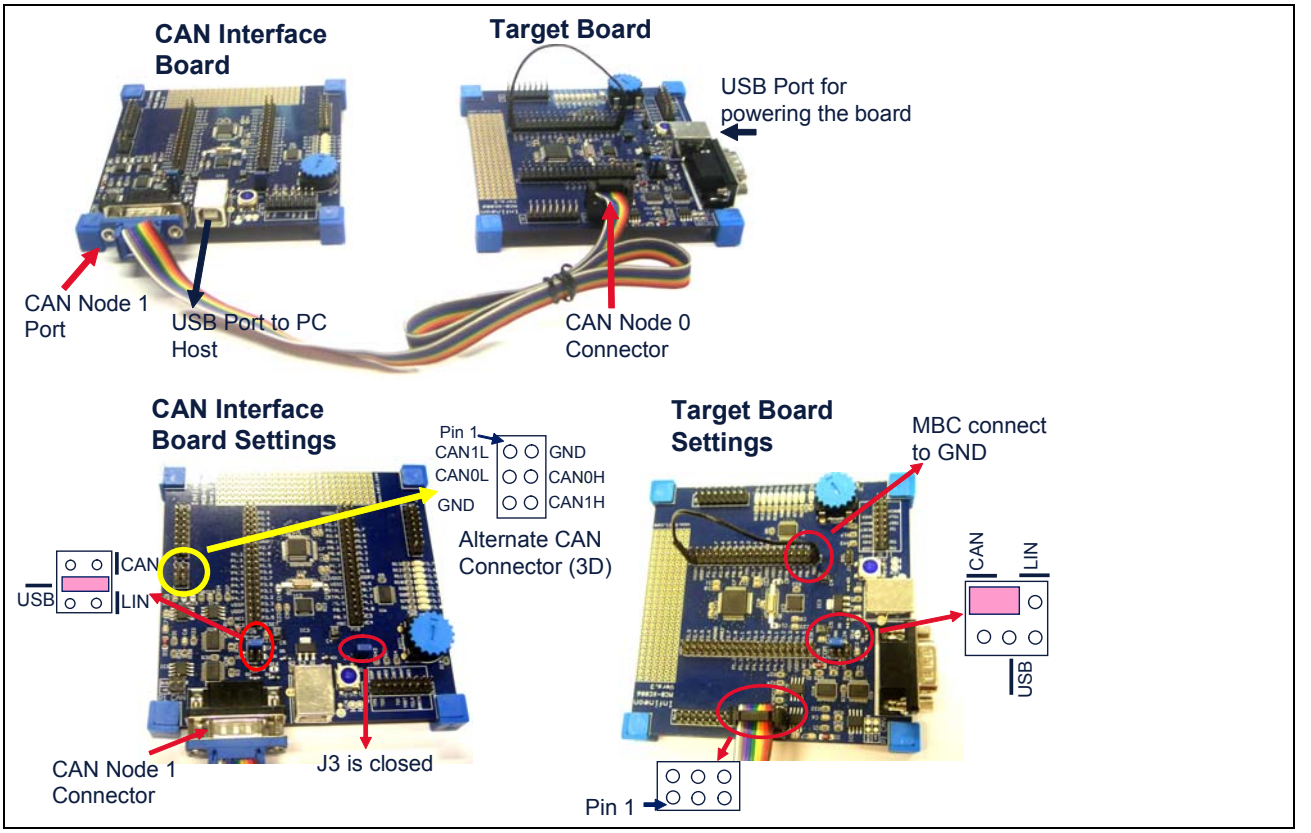

Figure 1 Hardware connection to run the example.
1. Connect the hardware as shown in **Figure 1**.
2. Make sure that all of the jumpers are correctly connected as shown in the **Figure 1**.